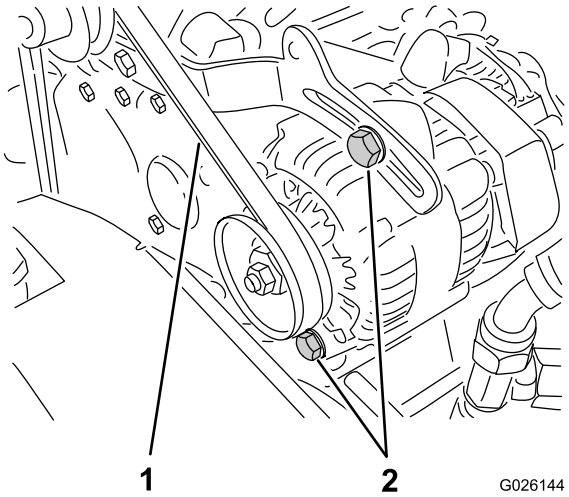

Rysunek 66
2. Sprawdź napięcie, naciskając pasek w połowie rozpiętości między kołami pasowymi wału korbowego i alternatora z siłą 10 kg (Rysunek 66).
A. Poluzuj 2 śruby mocujące alternatora (Rysunek 66).
B. Za pomocą pręta obracaj alternator, dopóki nie zostanie uzyskane odpowiednie napięcie paska, a następnie dokręć śruby mocujące (Rysunek 66).